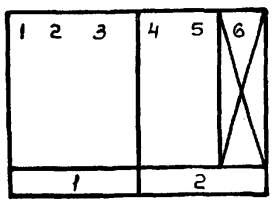

Рис. 2
1. Для 2-х - 6-ти секций градирен использовать фасад панели 1 и 2; приборы неустановленных двигателей вычеркнуть. Например: Для 5-ти секционной градирни привязку выполнить как показано на рис. 2.